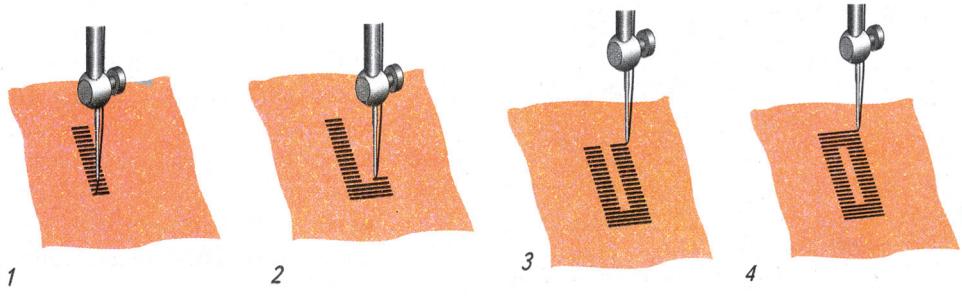

Рис. 4. *Выполнение петли на швейной машине зигзагообразной строчкой*
5. Иглу ставят в левое положение и прокладывают стежки по левой половине петли *(рис. 4–1)*.
6. Возвращают иглу в среднее положение, увеличивают ширину стежка в два раза и делают три-четыре стежка для первой закрепки *(рис. 4–2)*.
7. Устанавливают прежнюю ширину стежка, иглу ставят в правое положение. Прокладывают стежки по правой половине петли *(рис. 4–3)*.
8. В конце строчки выполняют несколько стежков двойной ширины для второй закрепки *(рис. 4–4)*. Дисковый переключатель устанавливают на положение прямой строчки. Делают несколько закрепочных стежков.